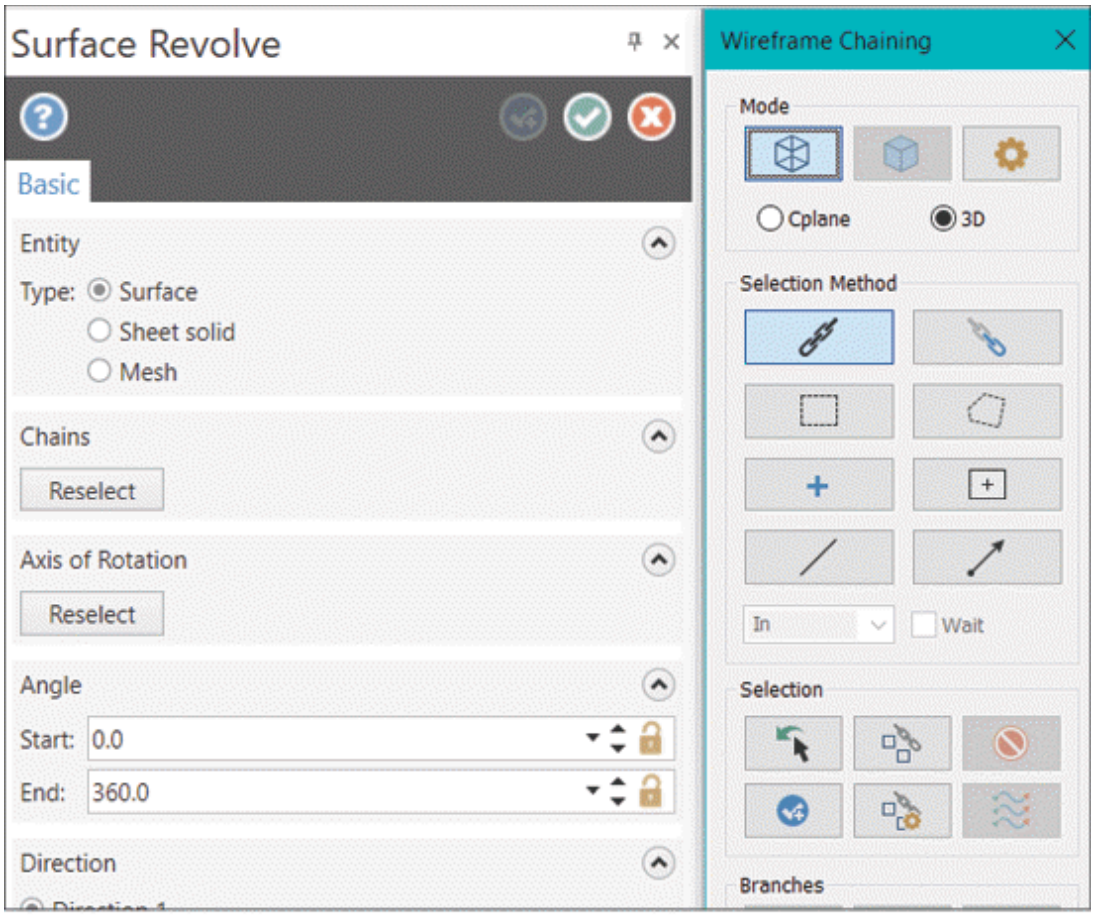

Figure-24. Surface Revolve Manager with Wireframe Chaining
- Click on the **Revolve** tool from the **Create** group in the **Surfaces** tab of **Ribbon**. The **Surface Revolve Manager** will be displayed with **Wireframe Chaining** selection box; refer to Figure-24.